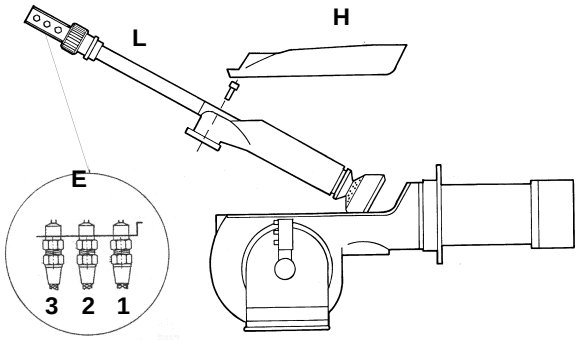

Fig. 22
- Remove, clean and check the combustion head (see Fig. 22).
3 unscrew the revolving connectors (E in Fig. 22) on the fuel pipes (use 2 spanners to avoid loosening the connections attached to the distributor block)loosen the screw VRT to free the threaded rod AR, then screw out the 2 screws V holding the washer R and the screw VRT in position
4 remove the whole assembly as shown in Fig. 22